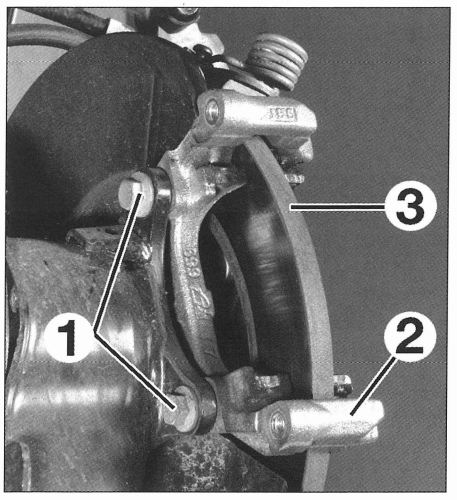

FIG. 18
- los tornillos del soporte de la pinza (1) **(fig. 18).**
- el soporte de pinza (2).